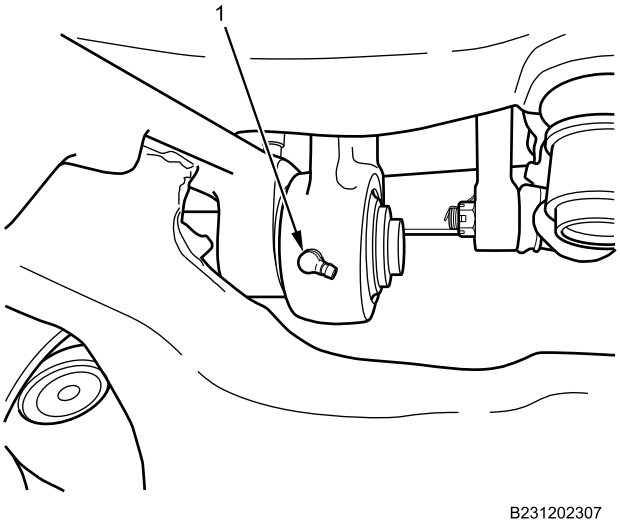

Figure 6. Grease Fitting.
9. Grease slack adjuster grease fitting (Figure 6, Item 1).